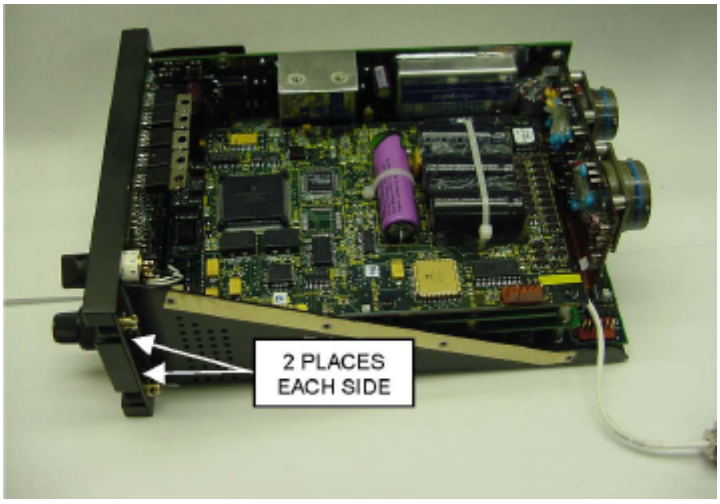
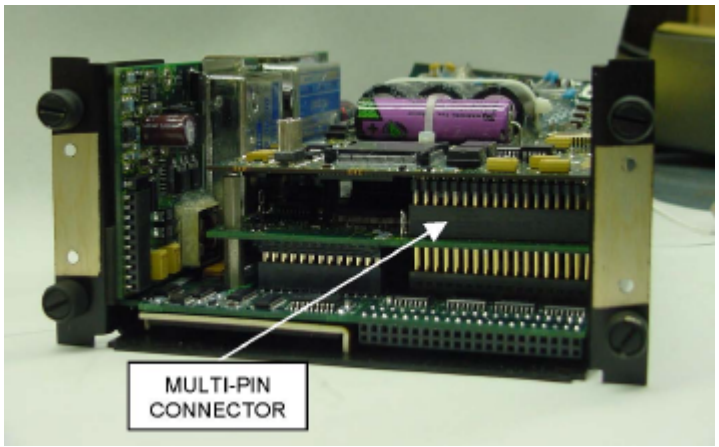

Figure 3
Figure 6
e. Remove the two screws on backside of both Dzus rail fasteners to release the front panel (Fig. 3). (See Figure 6 for a view of the chassis with front panel removed.)
h. Remove battery pc board (P/N 11340641) by carefully lifting up and disconnecting multi-pin connector (Fig. 6).